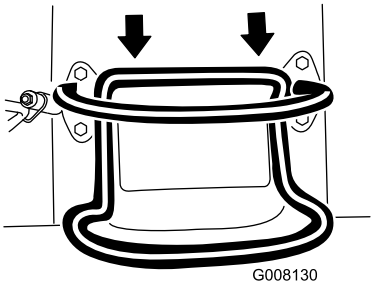

**Figur 7**
- För drivreglaget bakåt för att köra bakåt (Figur 7). **Håll uppsikt bakåt när du backar så att du ser eventuella hinder och håll händerna på referensstaven.**